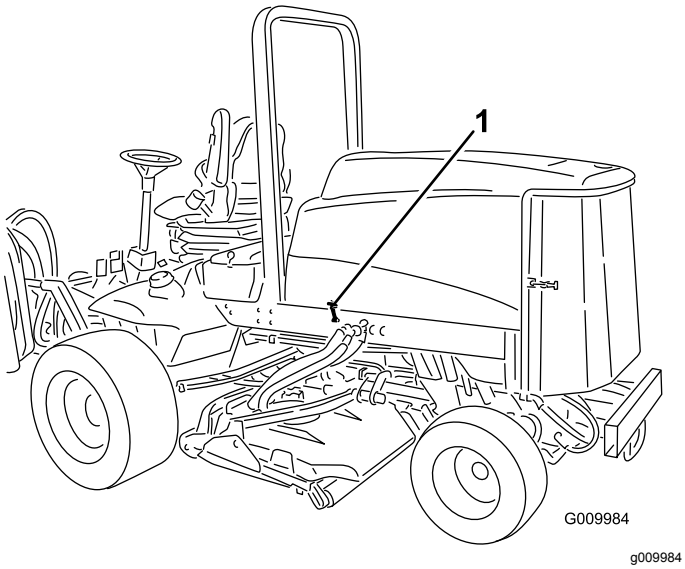

Figur 42
1. Frigjør panserfestene (Figur 42) og sving opp panseret.